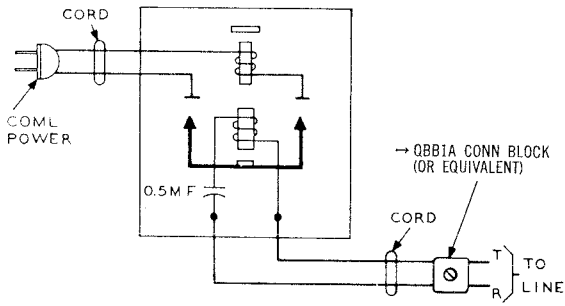

Fig. 2 — Typical Relay-equipped Signal Connections
2.02 Connections for typical relay-equipped signals are shown in Fig. 2.